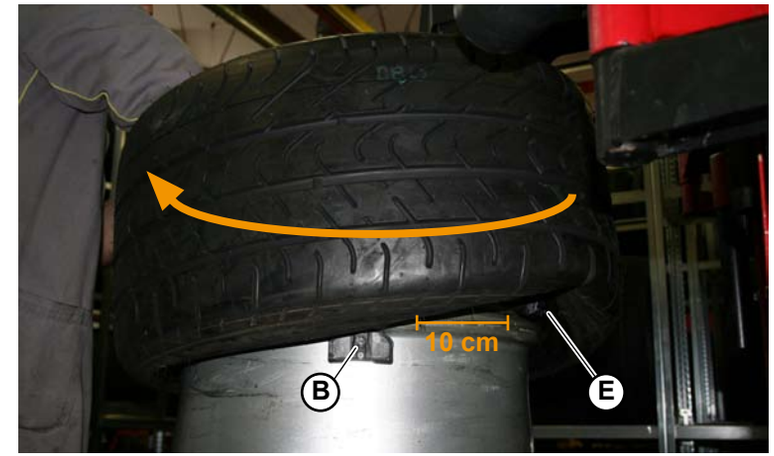

Fig.8
7. Insert the lever (**E-Fig.8**) between the rim and the lower part of the tire, careful that the TPMS sensor (**B-Fig.8**) is positioned approximately 10 cm away from where the lever is inserted.
5. Press the lever downward and activate the tire changer, rotating the wheel slightly more than 180° (**Fig.8**).